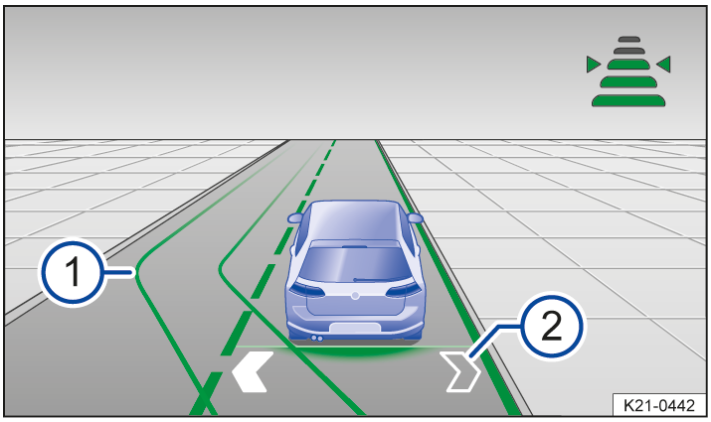

Fig. 1 On the instrument cluster display: assisted lane changing displays (illustration).
Assisted lane changing is activated. The arrows on your own lane in the instrument cluster display are shown in grey → *Fig. 1* (2).